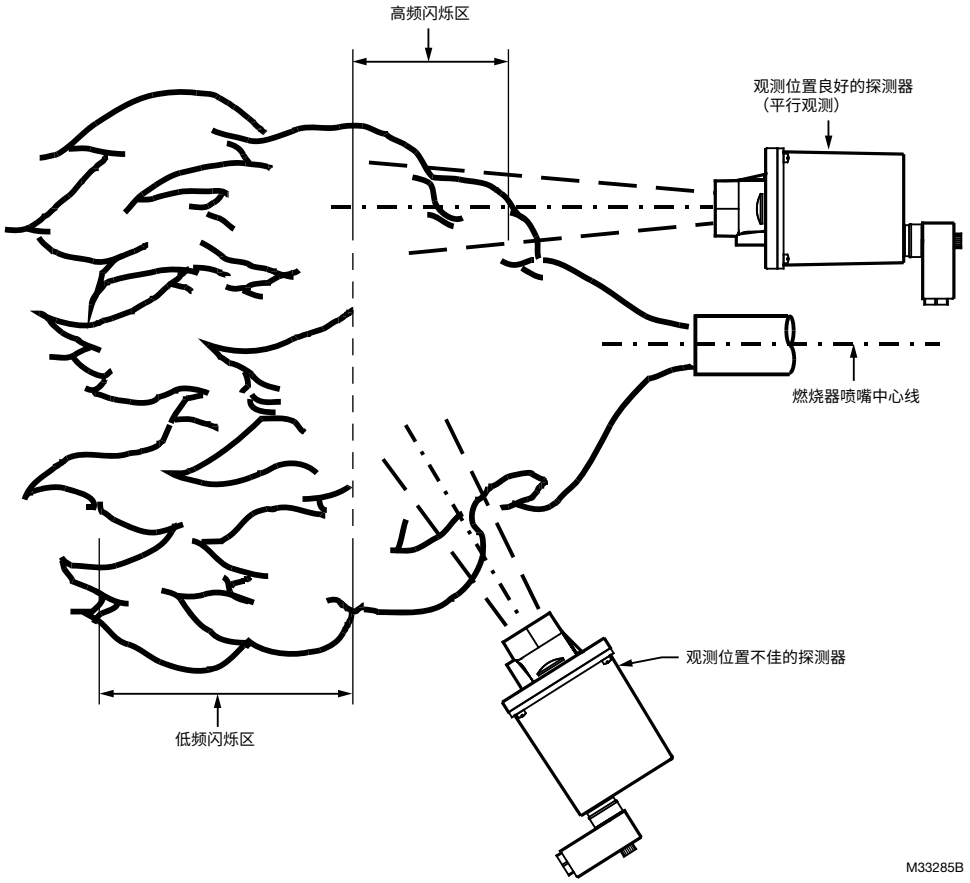
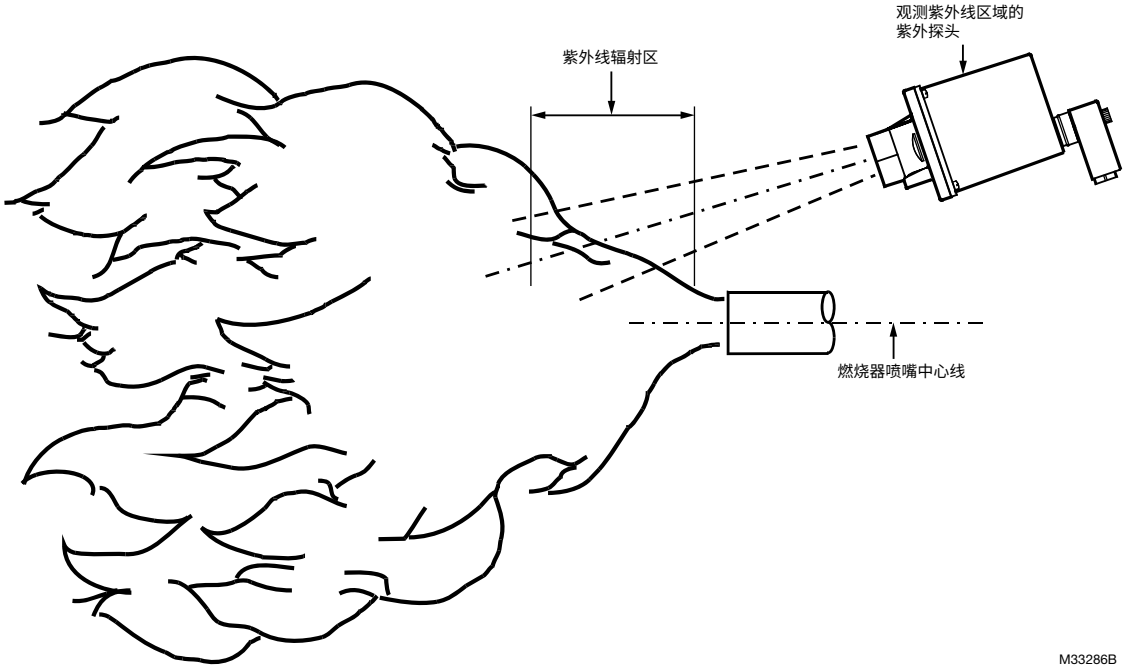

图 3. 红外线 (IR) 探头位置。
图 4. 紫外线 (UV) 探头位置。
在多燃烧器应用中，重要的是观测目标火焰的高频、高辐射强度区域，同时观测背景火焰的低频、低辐射强度区域，如图 3 的红外线 (IR) 观测或图 4 的紫外线 (UV) 观测。可通过设置过滤器、增益和阈值，以便正确地区分和识别目标火焰，同时消除背景火焰。